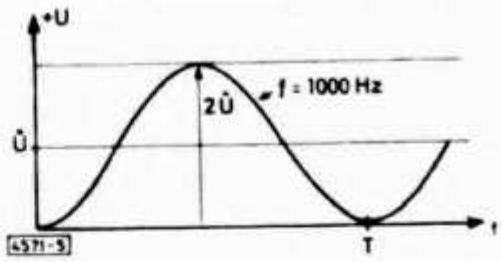

Abb. 5
2. Jetzt soll eine amplitudenmodulierte 100-MHz-Welle angenommen werden ($f_m = 1$ kHz; $m = 1$). Die Amplitude der hohen Frequenz schwankt periodisch zwischen $2\hat{u}$ und 0, und zwar mit einer Frequenz von $f_m = 1000$ Hz. Bei Gleichrichterschaltung A ist die Zeitkonstante mit 10^{-6} s klein gegenüber der Periodendauer der modulierenden Frequenz. Die Spannung an dem Kondensator C kann der Modulationsfrequenz folgen. Es entsteht eine ins Positive verschobene Wechselspannung mit dem Spitzenwert $2\hat{u}$. Der Spannungsmesser in A kann jedoch nun den arithmetischen Mittelwert ($\hat{u}$ in **Abb. 5**) anzeigen. Der auf seiner in Leistung geeichten Skala abgelesene Wert gleicht dem bei Bedingung 1 erhaltenen, obwohl in Wirklichkeit die Anzeige auf den 1,5fachen Wert hätte steigen müssen. Schaltung B weist jedoch eine Zeitkonstante auf, die auch gegenüber der Periodendauer der Modulationsfrequenz groß ist. C kann sich daher auf den vollen Wert der Hüllkurvenspitzenspannung aufladen ($2\hat{u}$). Am Instrument liest man die vierfache Leistung (die Hüllkurvenspitzenleistung PEP) gegenüber Fall 1 ab. Folgendes Beispiel soll die Konsequenzen dieser Erscheinung beleuchten.